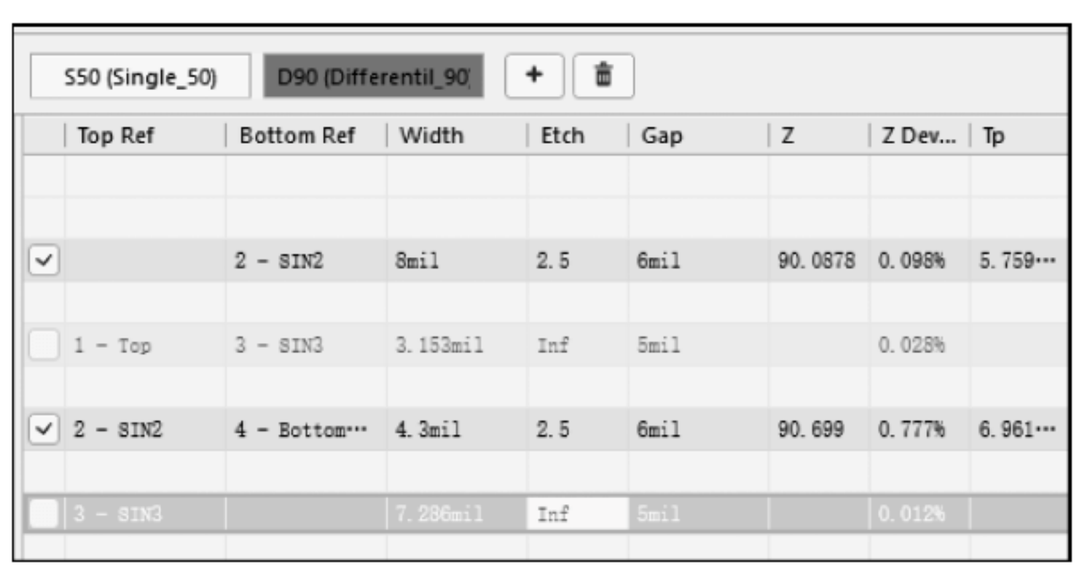

图 7-23　Differentil_90 阻抗配置文件
③ 依照上述设置，计算第 3 层差分信号对应的线宽，最终得到 Differentil_90 阻抗配置文件如图 7-23 所示。